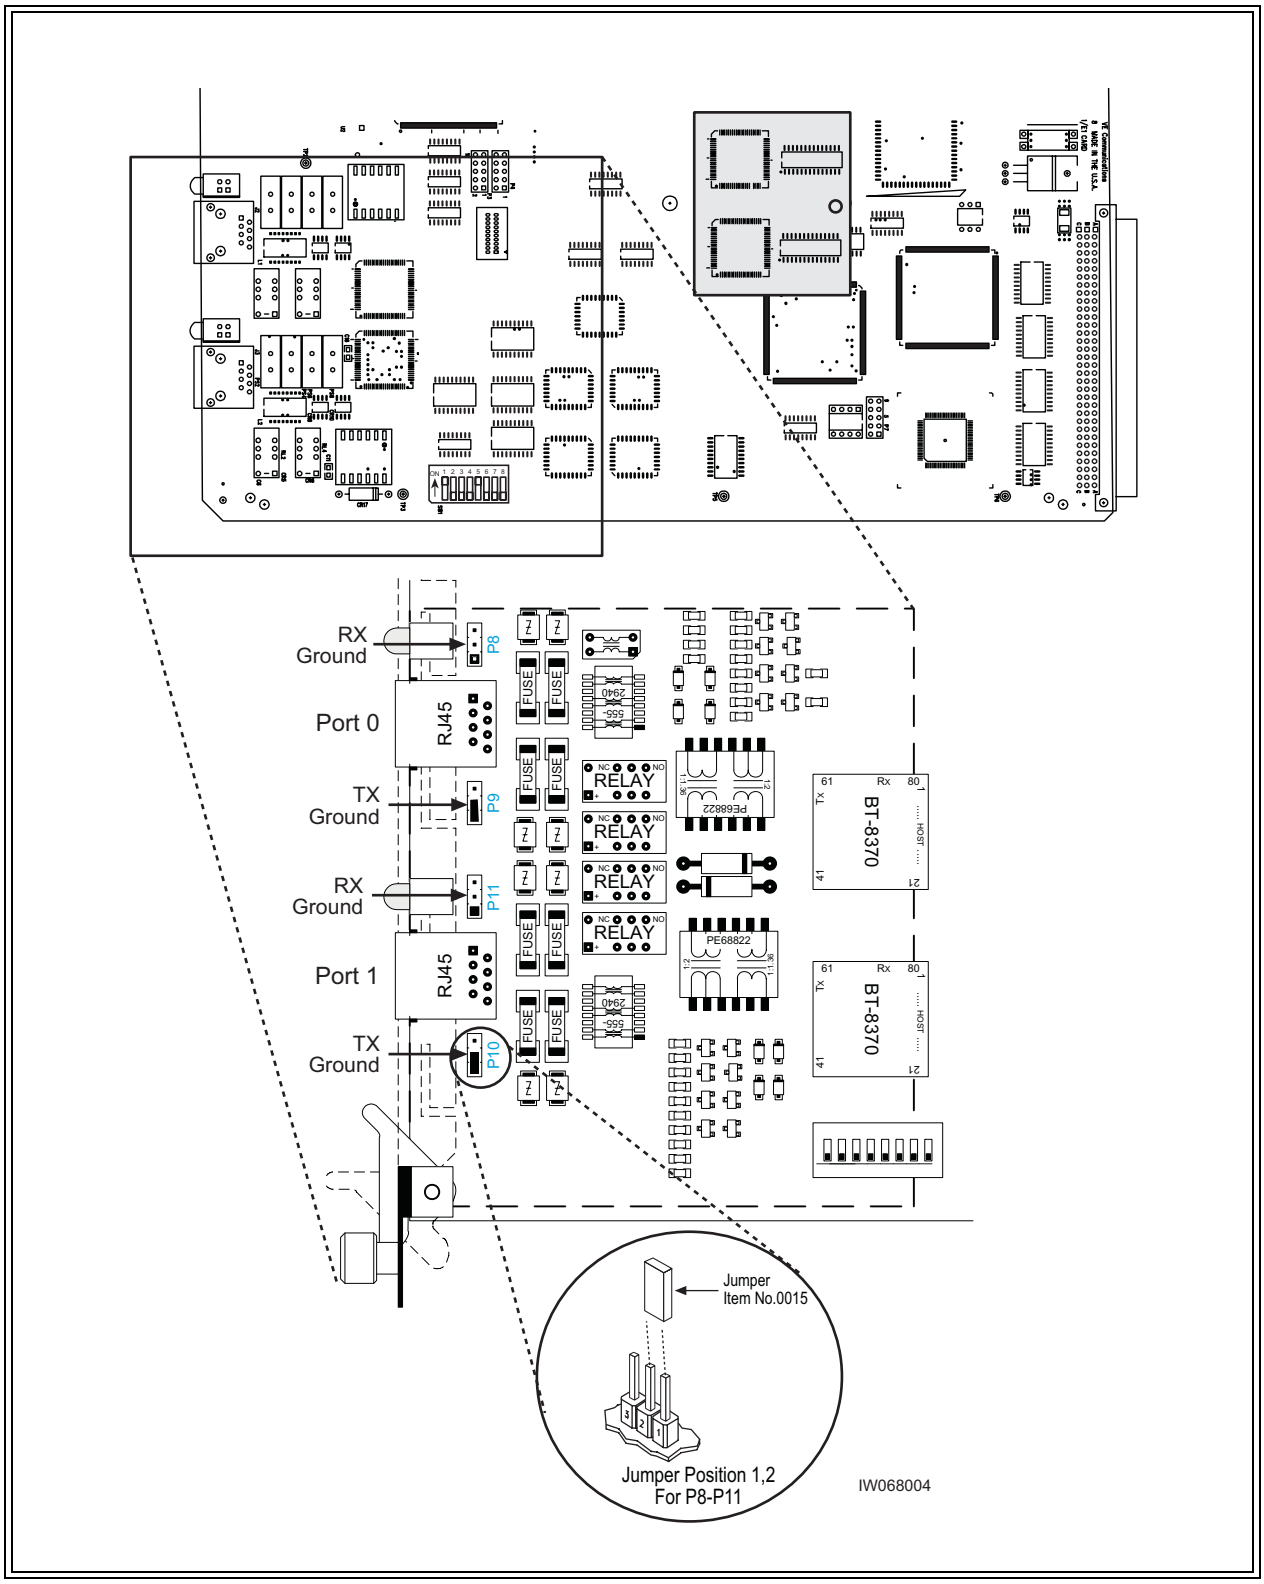

Figure 2-5 Ground Jumpers (P8 through P11)
5. See Figure 2-5 to locate jumpers P8 through P11.
Figure 2-5 shows the location of the grounding jumpers